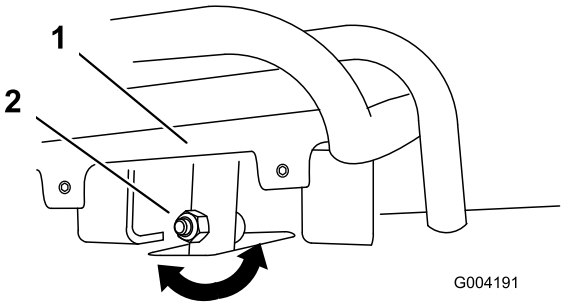
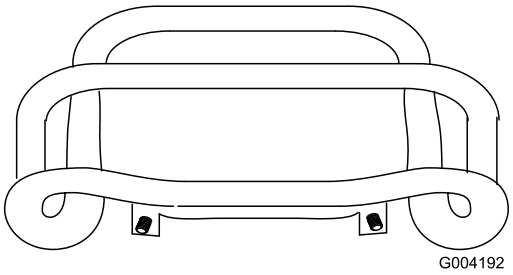

Figur 51
Figur 52
4. Om drivreglagets främre del inte ligger tätt intill och i rät vinkel mot referensstaven lossar du flänsmuttern och skruven på drivreglagets skaft (Figur 51).
5. Justera drivreglaget så att det ligger tätt intill mot referensstaven när det dras rakt bakåt (Figur 51 och Figur 52).